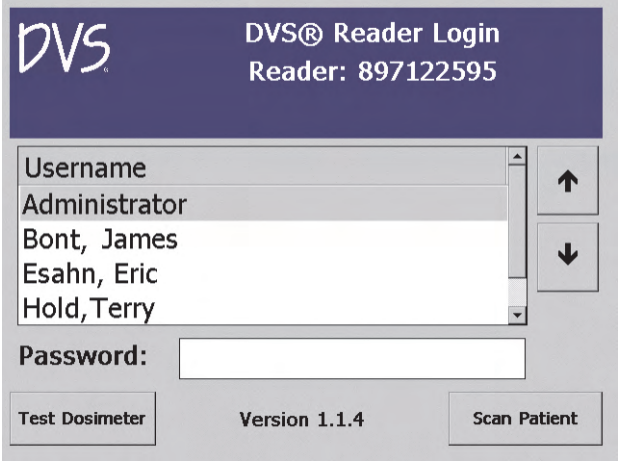

Figure 48 — Reader Login
1. Select a username from the list (Figure 48).